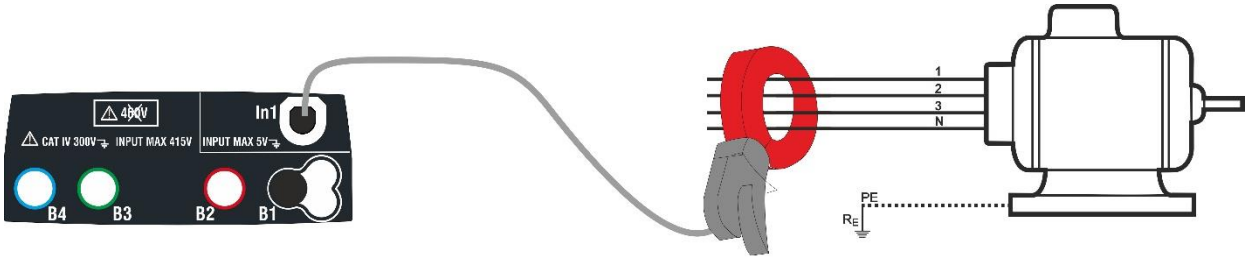
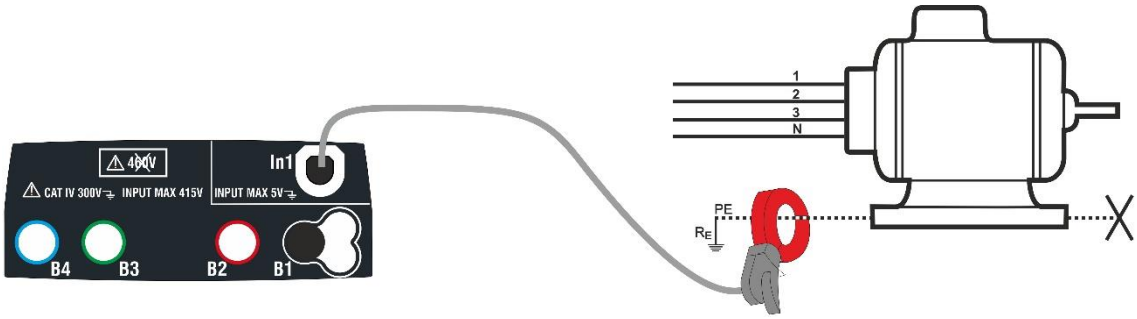

Fig. 26: Medição indirecta da corrente de fuga em instalações trifásicas
Fig. 27: Medição directa da corrente de fuga em instalações trifásicas
4. Para medições indirectas da corrente de fuga ligar a pinça externa de acordo com a Fig. 26 . Para medições directas da corrente de fuga ligar a pinça de acordo com a Fig. 27 e desligar as eventuais ligações adicionais de terra que poderão influenciar os resultados do teste.